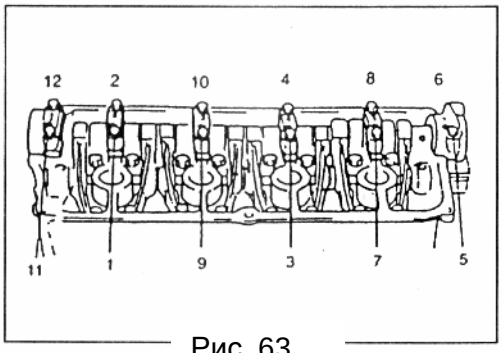

Рис. 63
**При снятии болтов крышек распредвала ослаблять болты необходимо в порядке, показанном на рисунке (Рис. 63).**